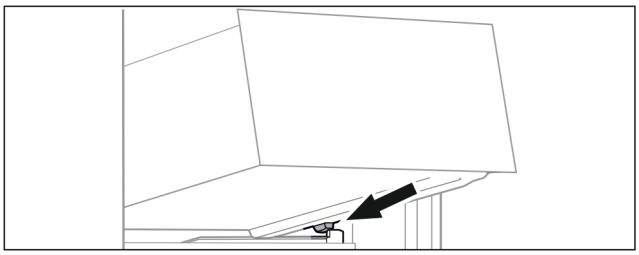

*Fig. 127*
▶ Place drawer at an angle behind the stoppers on the moulded rib. (see Fig. 127)